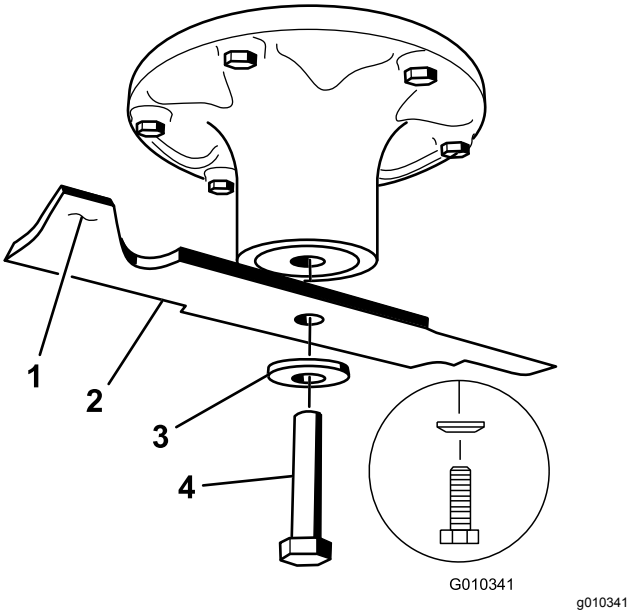

Bild 77
2. Entfernen Sie die Messerschraube, Wellenscheibe und das Messer von der Spindelwelle (Bild 77).